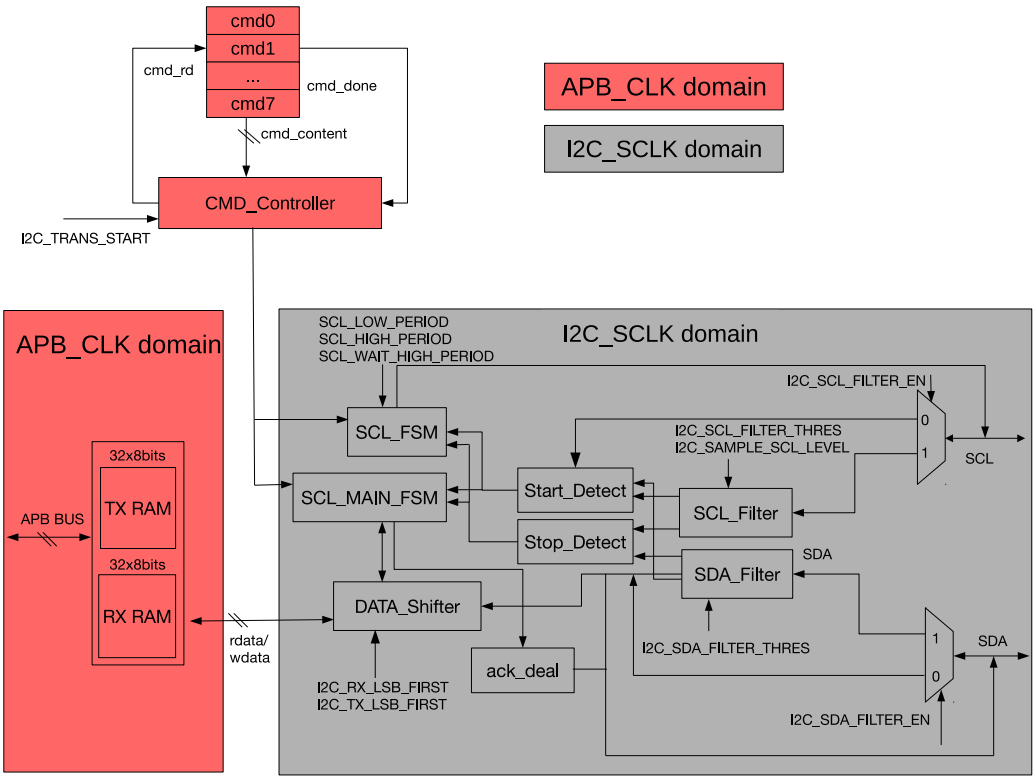
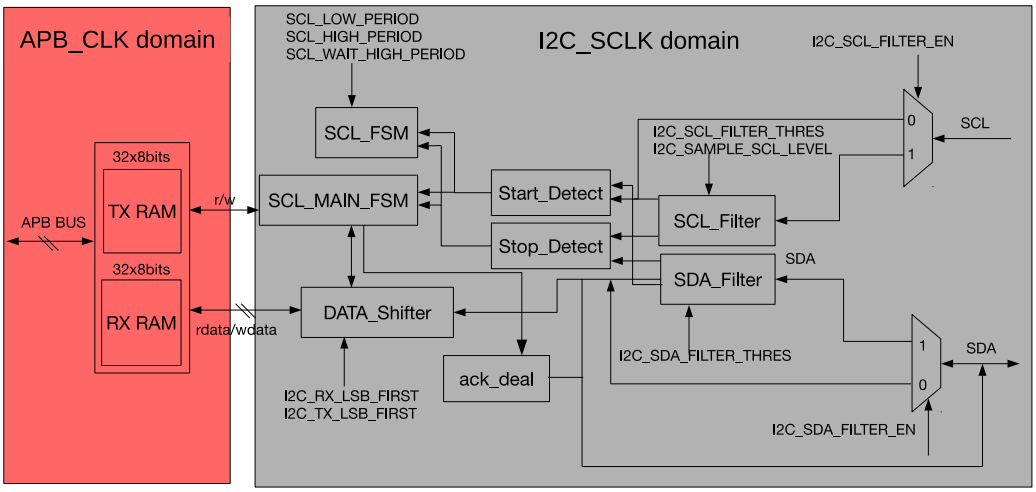

图 30.3-1. I2C 主机基本架构
图 30.3-2. I2C 从机基本架构
I2C 控制器可以工作于主机模式或者从机模式，I2C_MS_MODE 寄存器用于模式选择。图 30.3-1 为 I2C 主机基本架构图，图 30.3-2 为 I2C 从机基本架构图。I2C 控制器内部包括的模块主要有：
- 命令控制器 CMD_Controller：产生 (R)START、STOP、WRITE、READ 和 END 指令
- SCL 时钟控制器 SCL_FSM：用来产生满足 I2C 协议的 SCL 时钟。图 30.3-3 和图 30.3-1 是 I2C 协议的时序图和对应的参数表。